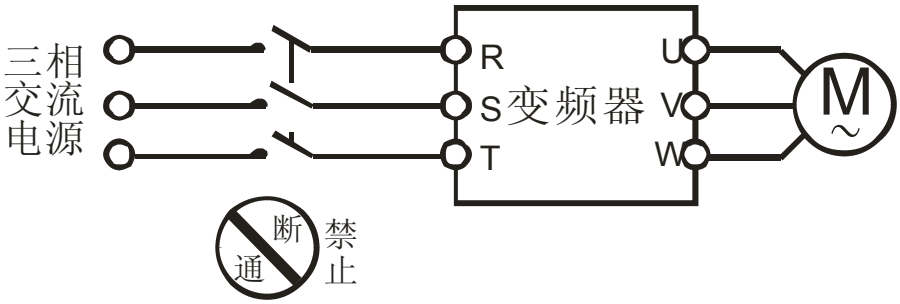

图 1-5
- 严禁在变频器输入侧使用接触器等开关器件进行直接频繁起停操作。因变频器主电路存在较大的充电电流，频繁通断电，将产生热积累效应，引起元器件热疲劳，极大缩短变频器的使用寿命。如图1-5所示。